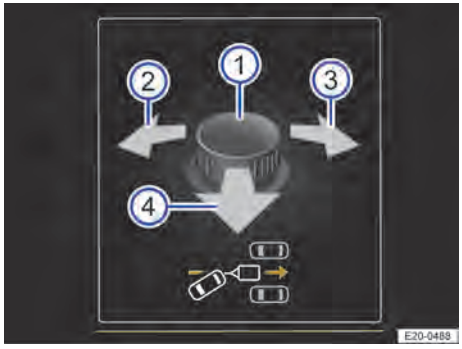
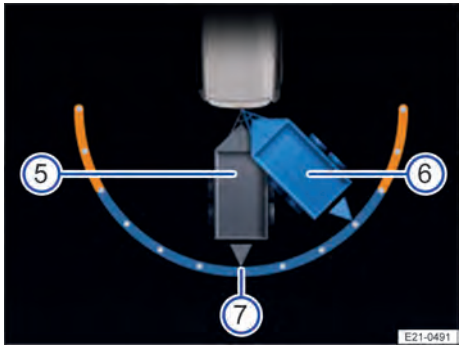

**Fig. 125** En la pantalla del panel de instrumentos: manejar el ajuste del ángulo del remolque con el mando de los retrovisores exteriores.
**Fig. 126** En la pantalla del panel de instrumentos: ajuste de la dirección de marcha del remolque.
4. Bascule el mando hasta alcanzar la dirección deseada → fig. 125 ①. En la pantalla del panel de instrumentos aparece a modo de orientación una representación del conjunto vehículo tractor y remolque en la posición actual → fig. 126 ⑤.
6. En caso necesario, corrija el ángulo con el mando → fig. 125 ①.
7. Presione el mando hacia la izquierda (2) o hacia la derecha (3) para determinar la dirección de marcha.
8. Tire del mando hacia atrás (4).